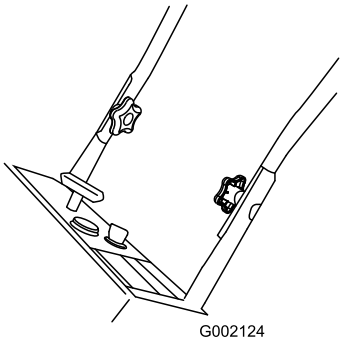

**Figure 3**
2. Insert the oval-head bolts into the aligned holes, with the bolt heads on the outside of the handle. (Figure 3).